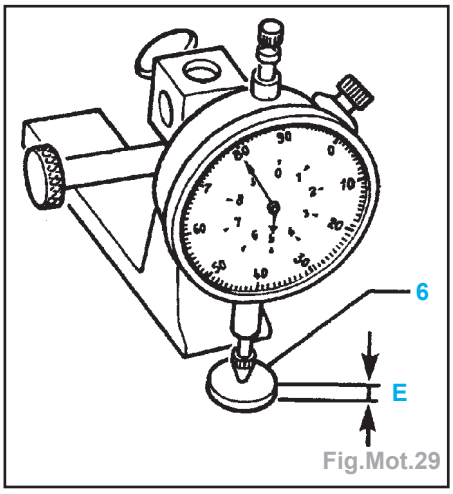

Fig.Mot.29
- Mesurer l'épaisseur (E) des grains de réglage (6) (Fig.Mot.29).
- Déterminer l'épaisseur des grains de réglage (6) à monter en se reportant à l'exemple (colonne **A** ou **B**).